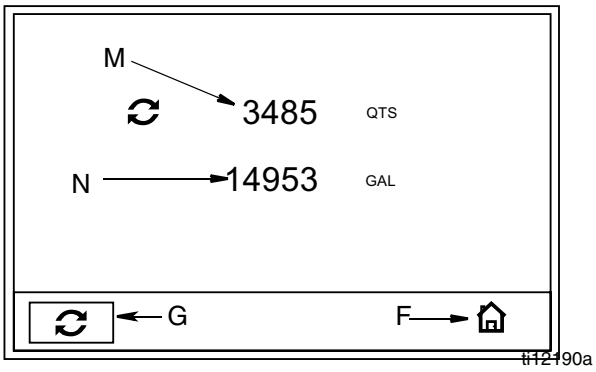

FIG. 26
Ecran des totaux (FIG. 26)
Voir FIG. 26 pour les termes F, G, M - P
2. Appuyez sur le bouton ENTREE au milieu pour confirmer la sélection. L'écran des Totaux (FIG. 26) s'affiche.
3. Pour réinitialiser le champ Total réinitialisable (M) à zéro, utilisez la FLÈCHE GAUCHE ou DROITE pour déplacer le curseur sur le bouton REINITIALISATION (G).